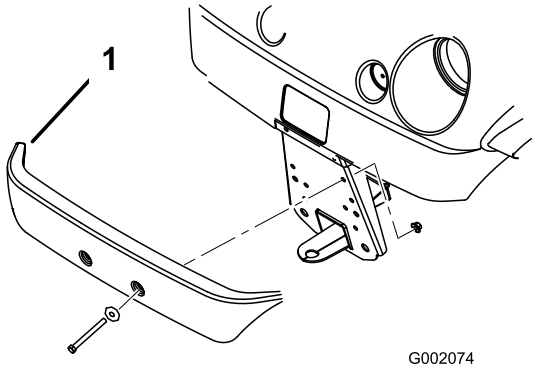

Figuur 5
2. Plaats de montageopeningen op één lijn en monteer de bumper aan het frame met de bevestigingen die u eerder hebt verwijderd (Figuur 5).